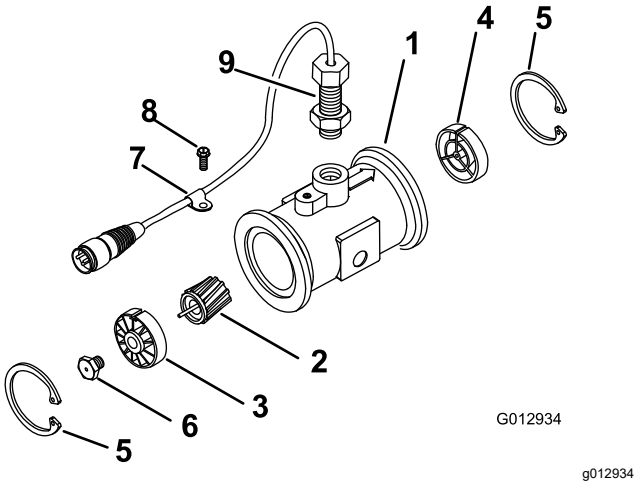

Figura 66
3. Remova o anel retentor do lado a montante (Figura 66).